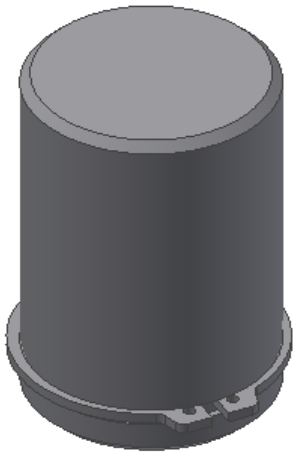

Figure 17-41 *Final model after applying the iMates*
5. Open the part file *circlip*; the circlip is automatically assembled with the shaft, as shown in Figure 17-41.